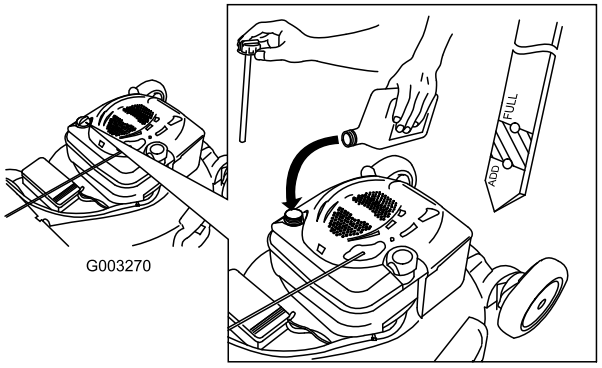

Figuur 10
1. Verwijder de peilstok uit de buis en veeg deze schoon. Schuif daarna de peilstok weer helemaal terug (Figuur 10).
2. Haal de peilstok eruit en controleer het oliepeil (Figuur 10). Als het peil onder de Bijvullen-markering op de peilstok staat, giet dan **langzaam** voldoende olie in de vulbuis totdat het peil de VOL-markering op de peilstok bereikt. **Niet te vol vullen.** (Maximale vulhoeveelheid: 0,59 l, type: SAE 30 reinigingsolie, met onderhoudsclassificatie SF, SG, SH, SJ, SL van het American Petroleum Institute (API) of hoger).